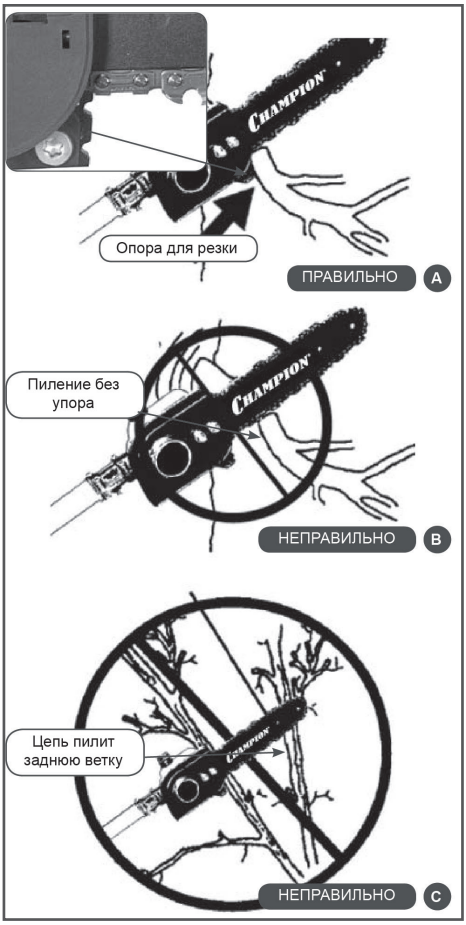

Рис. 12 Положение цепной пилы относительно ветки
6. При пилении плотно прижмите упор к спиливаемой ветке (Рис.12 А). Это предотвратит биение ветки при пилении.
7. Пиление без упора может привести к биению ветки, отскоку шины и потере контроля над положением высоторе-за (Рис.12В).
8. Следите за ветками, которые находятся непосредственно позади спиливаемой. Если цепь заденет заднюю ветку, то возможен отскок и потеря контроля над высоторезом (Рис.12С).